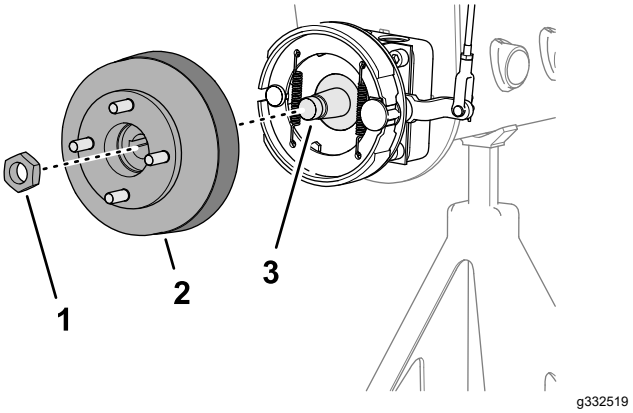
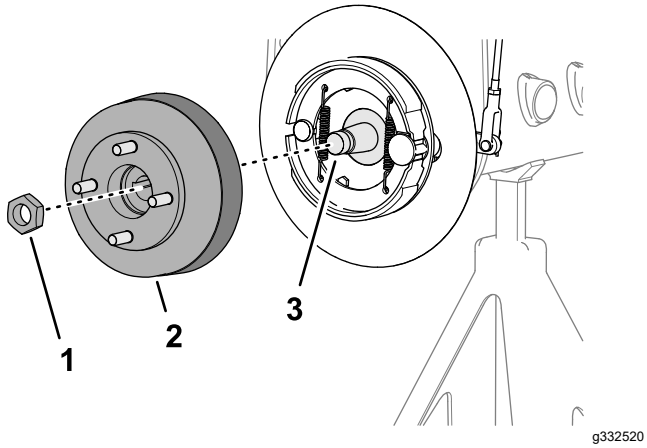

Figuur 74
Figuur 75
3. Monteer de wielnaaf en de remtrommel op de wielmotoras (Figuur 74 of Figuur 75).
4. Bevestig de wielnaaf aan de as met de borgmoer (Figuur 74 of Figuur 75) en draai met de hand aan.